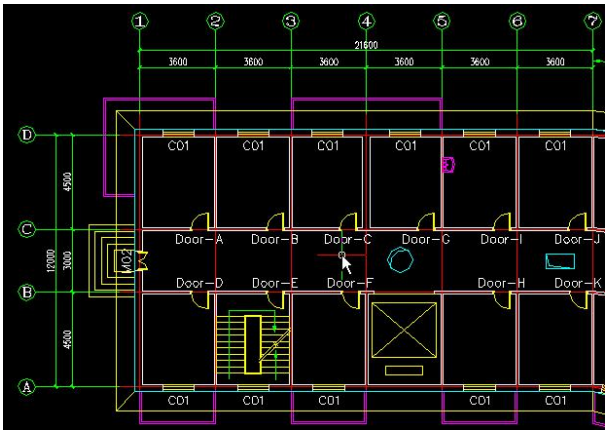

图 13-1-4 替换属性后的效果
4、返回刚才那张图纸，使用“导入属性值”功能，导入刚编辑过的文本文件。图中属性块的属性值就会被集体修改。如图 13-1-4 所示。